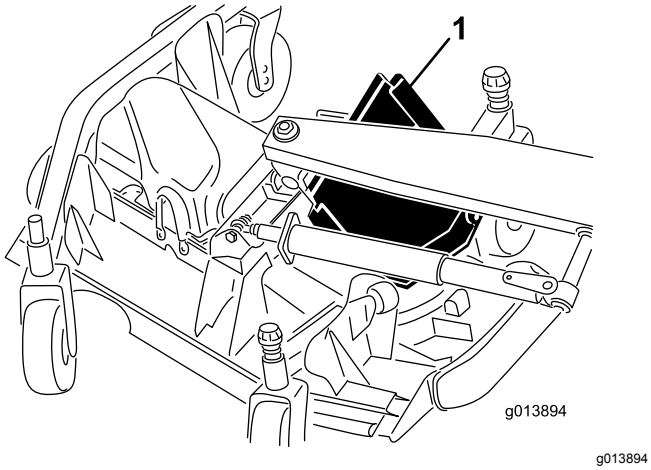

Figur 68
6. Løft den forreste kant, og før den mellem løftearmen og rullen for at fjerne den (Figur 68).